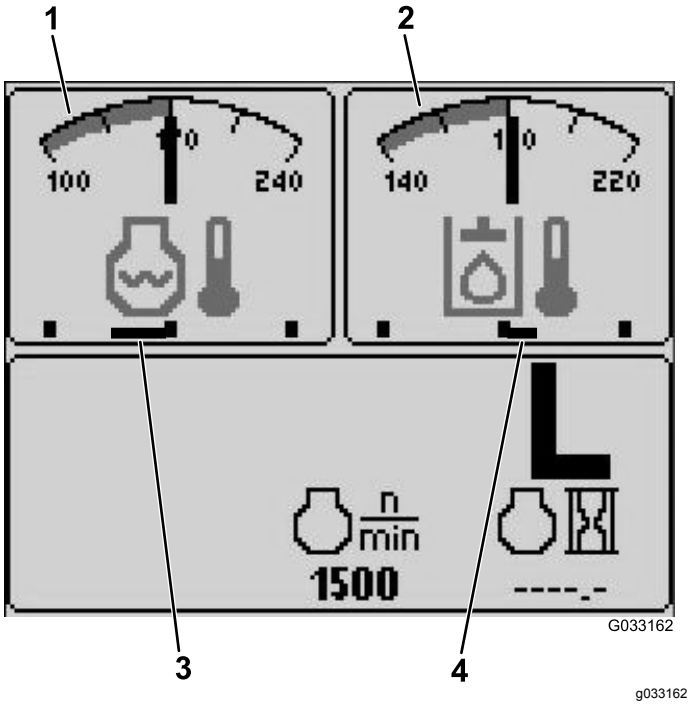

Figur 18
- Indikator for hydraulikvæsketemperatur og ventilator – øverste højre skærm (Figur 18)
Bemærk: I eksempel Figur 18, kører hydraulikvæskens ventilatorer med 25 % hastighed i fremadgående retning.
- Indikator for motorkølevæsketemperatur og ventilator – øverste venstre skærm (Figur 18)
Bemærk: I eksempel Figur 18, kører motorkølevæskens ventilatorer med 50 % hastighed i tilbagegående retning.
Ventilatorretningen angives også på skærmen for motorkølevæsketemperatur og skærmen for hydraulikvæsketemperatur. Hvis bjælken er til højre for midtermærket, kører ventilatorerne i fremadgående retning. Hvis bjælken er til venstre for midtermærket, kører ventilatorerne i tilbagegående retning (Figur 18).
Denne visning angiver hydraulikvæsketemperaturen og ventilatorstatussen (Figur 18).
Denne visning angiver motorkølevæsketemperaturen og ventilatorstatussen (Figur 18).